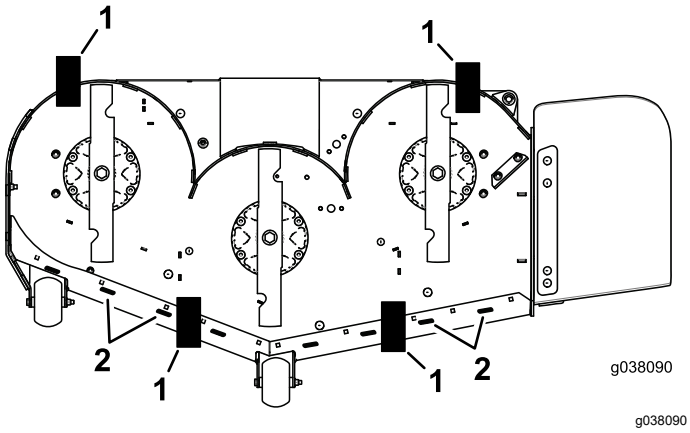

Bild 84
11. Legen Sie zwei Blöcke (siehe Blockhöhen- und Rechentabelle) unter die hintere Kante des Mähwerks, einen Block an jeder Seite des Mähwerks (Bild 84).